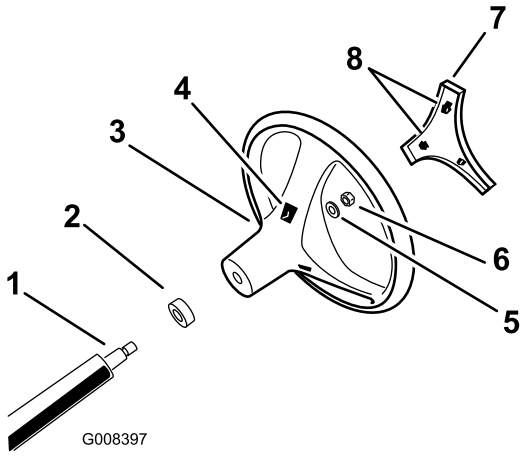

Figura 3
4. Fissate il volante sul piantone usando il dado di bloccaggio (Figura 3). Serrate il dado di bloccaggio a una coppia di 24-29 N-m.
5. Allineate le linguette del coperchio alle fessure nel volante e fate scattare il coperchio sul mozzo del volante (Figura 3).